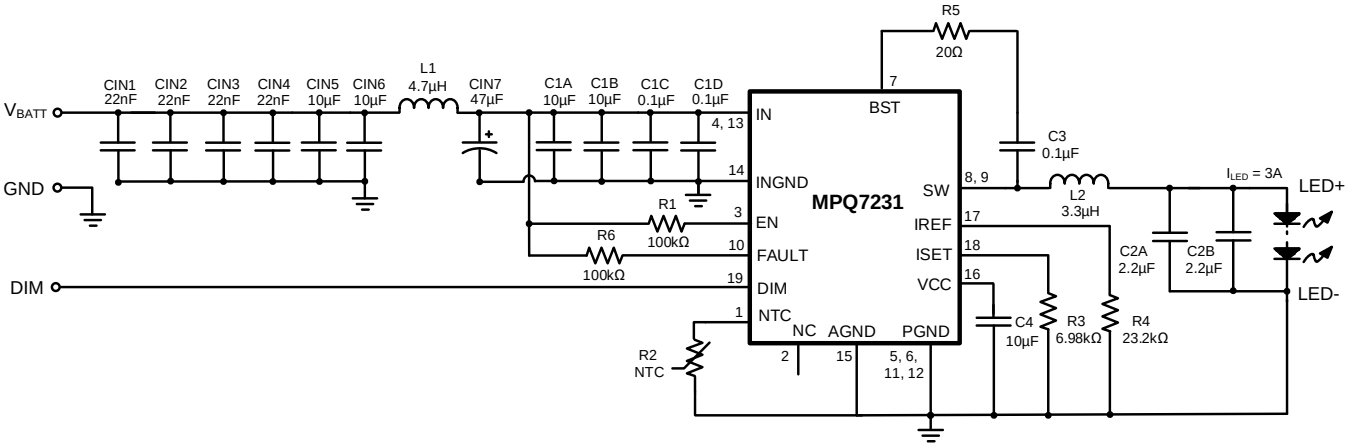

Figure 10: Typical Application Circuit (I_{LED} = 3A Buck)
17) The recommended layout is based on Figure 10 on page 46.